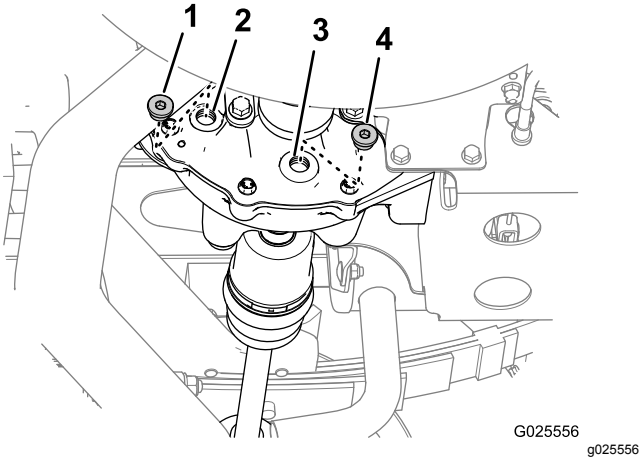

**Figur 65**
1. Plasser tappefatet under tappepluggen (Figur 65).
2. Fjern påfyllingspluggen fra påfyllingsåpningen og tappepluggen fra tappeåpningen i differensialen (Figur 65).
4. Monter tappepluggen i tappeåpningen (Figur 65) og stram til pluggen med et moment på 14 til 19 N·m.
5. Fyll 550 ml med spesifisert olje i påfyllingsåpningen på differensialen (Figur 65).
6. Monter påfyllingspluggen i påfyllingsåpningen (Figur 65) og stram til pluggen med et moment på 14 til 19 N·m.